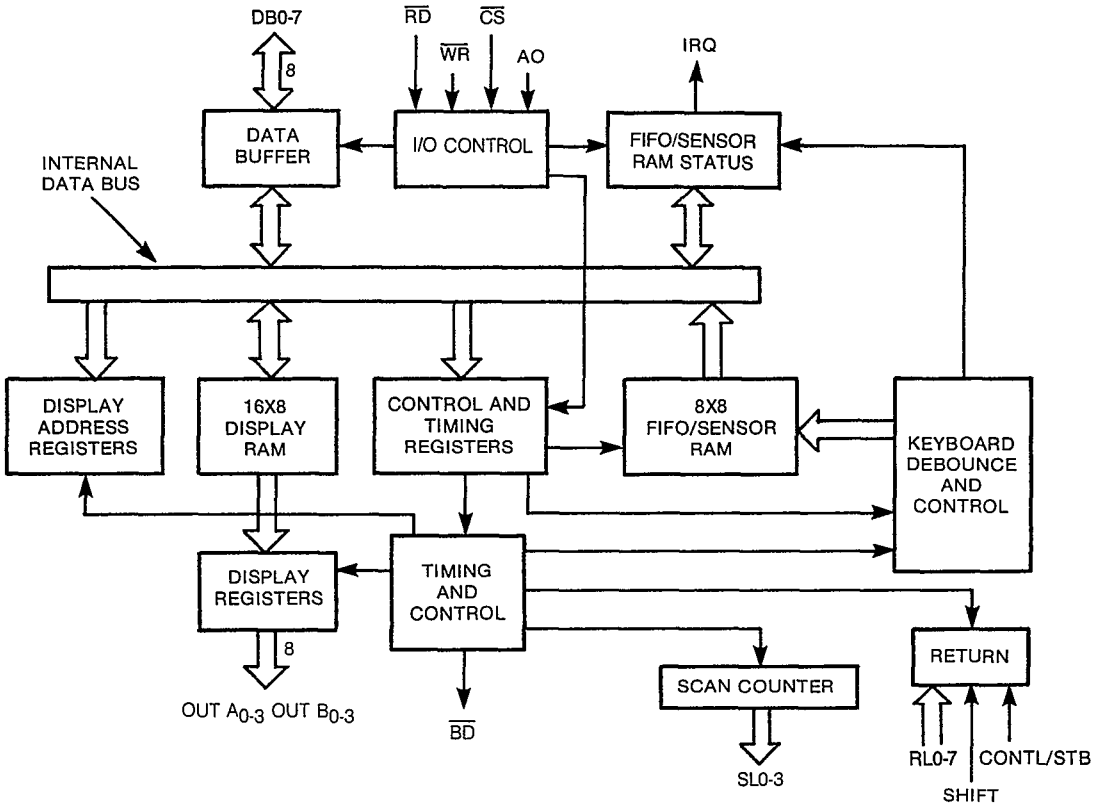
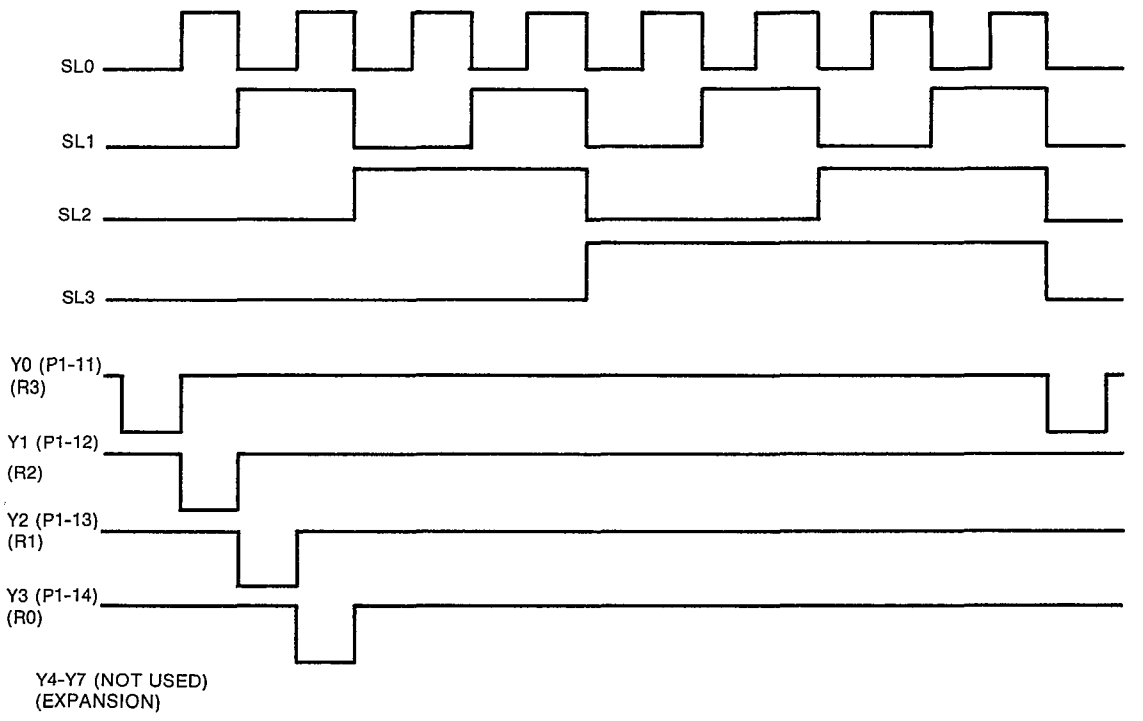

Figure 2-16, 8279 (Z10) block diagram
Figure 2-17, 8279 (Z10) keyboard scan timing
2.5.2.7 Keyboard scanner. More complex I/O is provided by the 8279 (Z10). (See Figure 2-16.) The device has two sections: keyboard and display. The keyboard portion provides a scanned interface to the membrane front panel contact key matrix. (See Figure 2-17.) The device provides an encoded scan counter output (pins 32–35) which drives a 3-to-8 decoder (Z11). This active low output device grounds, one at a time, the rows of the switch matrix. The columns of the switch matrix are connected to the return lines (pins 1–8, 38, 39).